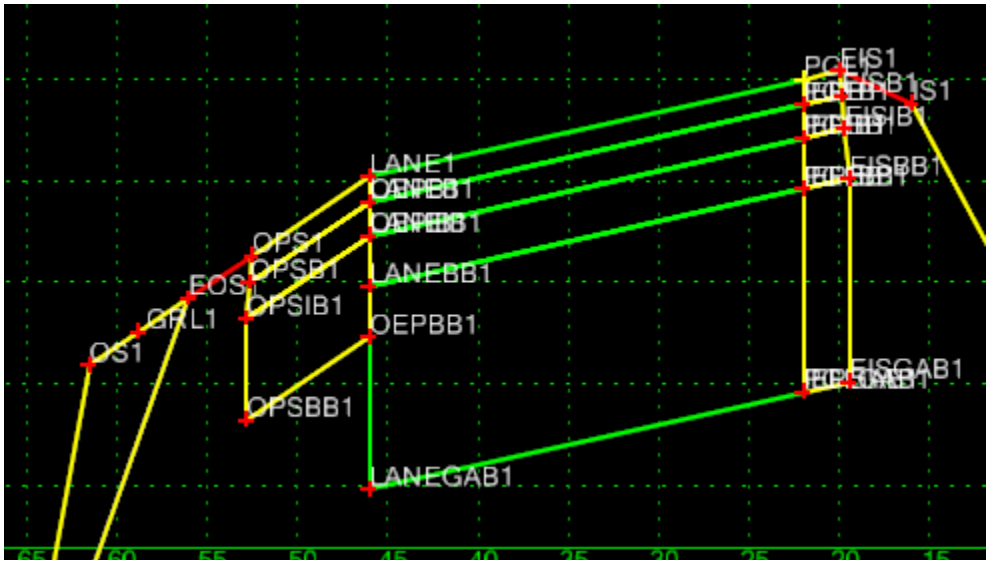

Figure L7-89 Create Template Grid
**Window Area Button** • Ensure your view matches that shown in *Figure L7-89*.